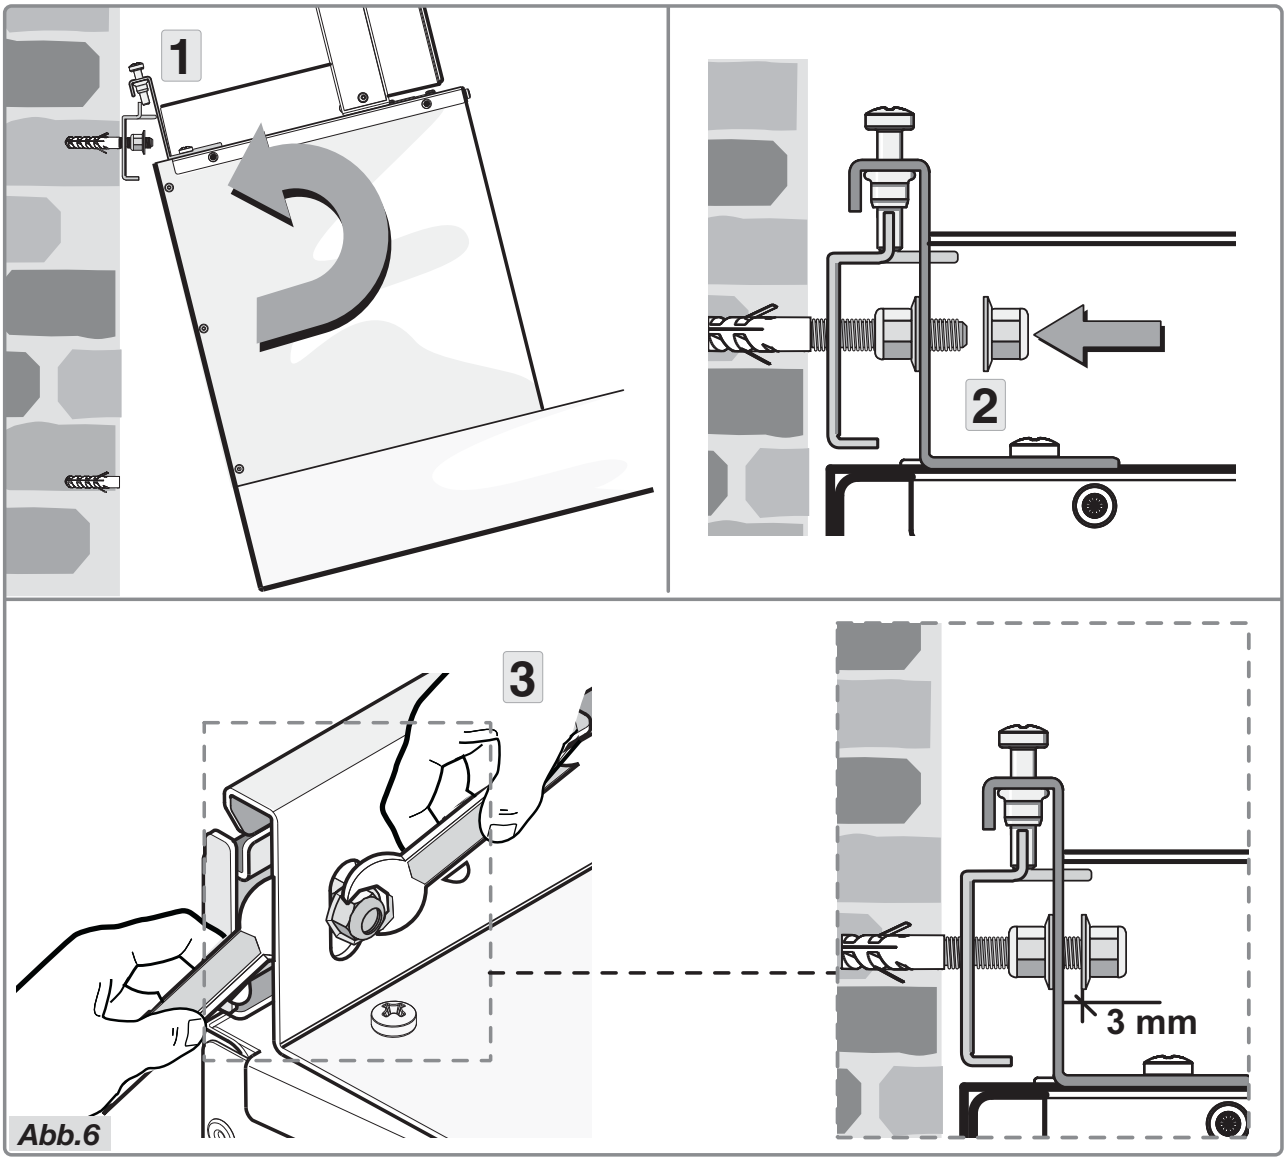

Abb.6
- Kippen Sie die Abzugshaube leicht und haken Sie diese am Bügel ein (Abb.6 Schritt 1).
- Befestigen Sie die Konstruktion am Bügel, indem Sie die Muttern auf die Schrauben setzen (Abb.6 Schritt 2).
- Halten Sie mit einer Hand den Schraubenschlüssel, und ziehen Sie mit der anderen Hand die Mutter mit einem zweiten Schraubenschlüssel an (Abb.6 Schritt 3). Der Abstand zwischen der Mutter und dem Bügel sollte mindestens 3 mm betragen.